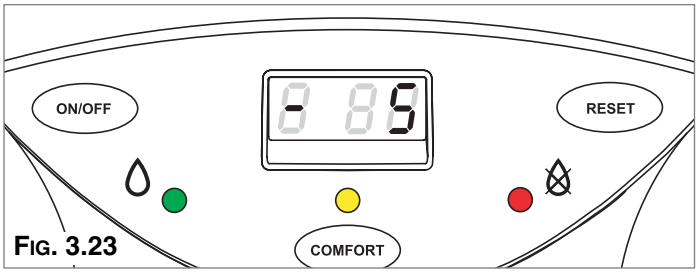

FIG. 3.23
4. Adjust the parallel shift by turning the heating control knob clockwise to increase or anti-clockwise to decrease as shown below. The shift value can be read on the right hand display, from -20 to +20 (Fig. 3.23).